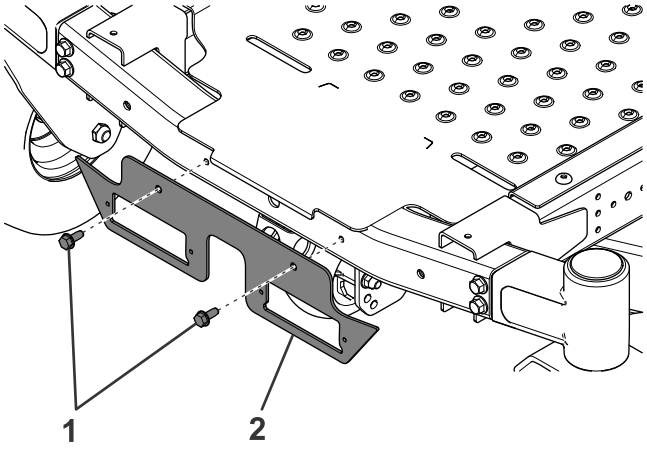

Figura 3
1. Fissate la staffa di montaggio sulla parte anteriore del telaio con 2 bulloni a testa flangiata (5/16") come illustrato nella Figura 3.